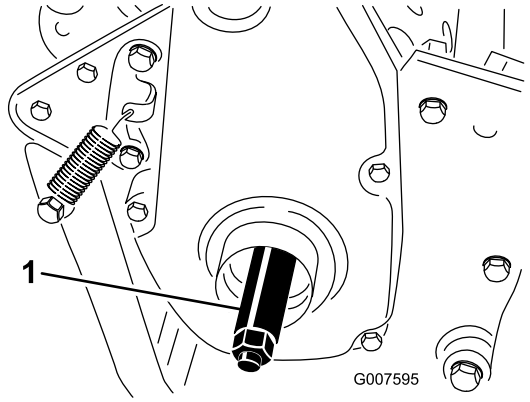

Figuur 7
3. Draai de rechterwielas in de aandrijfpoelie op de rechterzijde van de machine (Figuur 7).